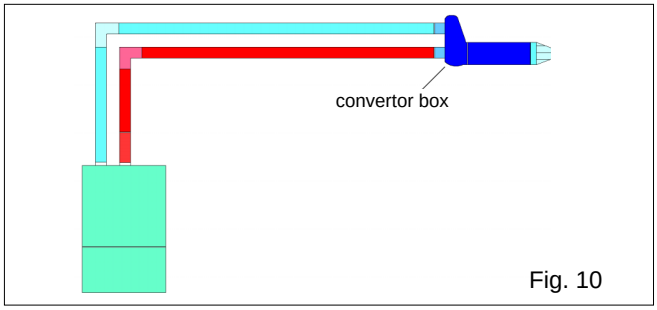

Fig. 10
4.5.3.2 HORIZONTAL TERMINATION (fig. 10)